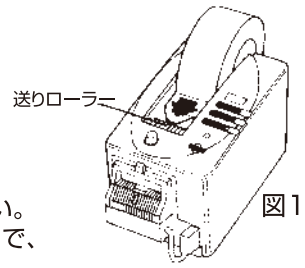

図1
3.テープの先端を、送りローラー（銀色のローラー）の中央に貼りつけます。（図1）